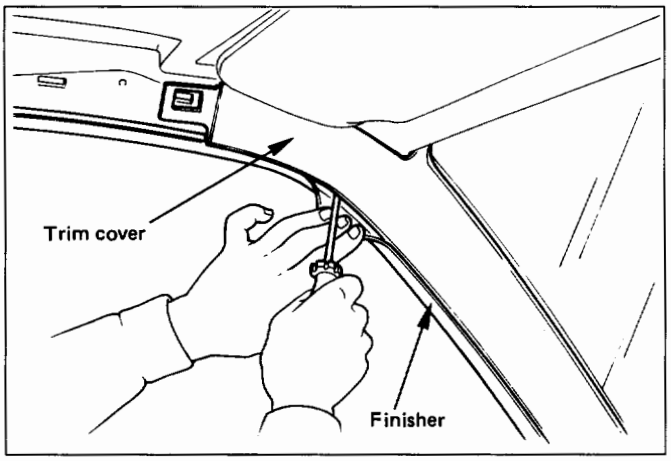

Fig. 10-122
2. **Front pillar trim cover (Fig. 10-122)**